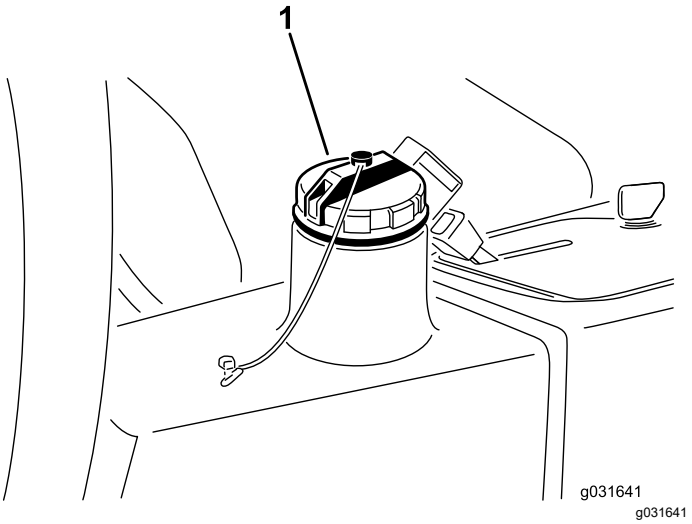

图 67
4. 向液压油箱图 67注入约 13.2L 液压油请参阅 检查液压系统 (页码 44)。